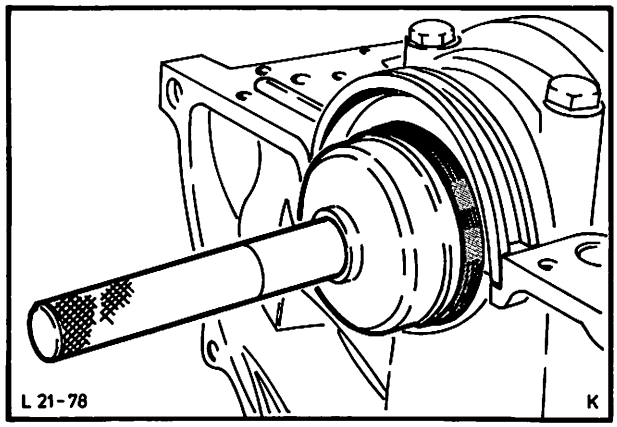

Abb. 168 Hinteren Radialdichtring mit Spezialwerkzeug 21-059 eintreiben
41. Neuen hinteren Radialdichtring mit Motoröl benetzen, auf das Spezialwerkzeug 21-059 schieben und bis zum Anschlag des hinteren Kurbelwellenlagers treiben, Abb. 168.